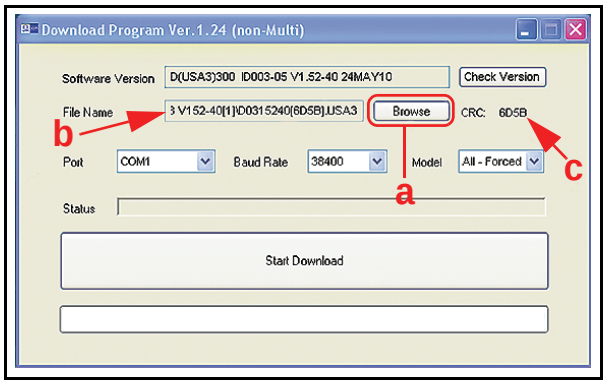

Figure 6-6 Browse Firmware Selection
5. To select the desired Firmware File for download to the DBV being programmed, Mouse-click on the 'BROWSE' Screen Button (See Figure 6-6 a). The program will open a search window allowing you to browse and select the desired file on your PC. Once the desired firmware file is selected, the path and filename of the file will be displayed in the 'File Name' Window (See Figure 6-6 b), and the CRC Checksum value for the file will be displayed to the right of the 'BROWSE' Screen Button (See Figure 6-6 c).